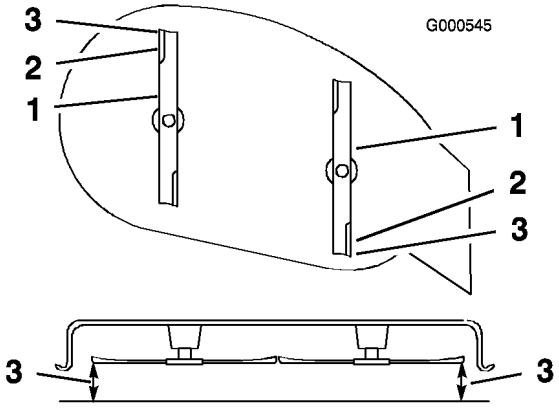

Figure 44
9. Réglez la hauteur de coupe à la position **3** [76 mm (3 pouces)] et tournez les lames avec précaution dans le sens longitudinal (Figure 44).
10. Mesurez la distance entre la pointe de la lame avant et la pointe de la lame arrière par rapport à la surface plane (Figure 44). Si la pointe avant de la lame n'est pas de 1,6 à 7,9 mm (1/16 à 5/16 pouce) plus basse que la pointe arrière, réglez les contre-écrous avant.